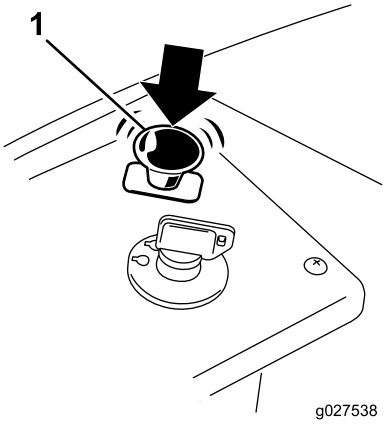

Figur 13
1. Koppla ur knivarna genom att ställa in knivreglaget på Av (Figur 13).